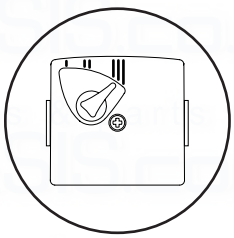

Fig. 58
3. A standard Grundfos 15-60 replacement head can now be fitted. Connect the wiring to the new head. **The pump speed must be set to 3** (Fig. 58).